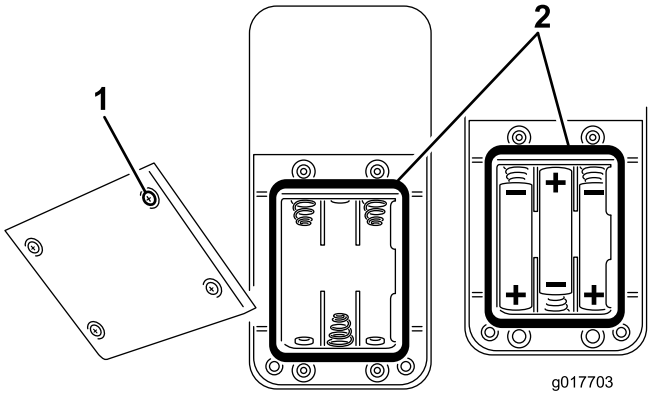

Rysunek 40
2. Przy montażu baterii w pustej komorze baterii wystarczy włożyć trzy nowe baterie typu R03 (AAA). Zwróć uwagę, aby włożyć baterie w sposób podany na Rysunek 40.
3. Zużyte baterie należy wyjąć. Następnie należy włożyć trzy nowe baterie typu R03 (AAA). Zwróć uwagę, aby włożyć baterie w sposób podany na Rysunek 40.